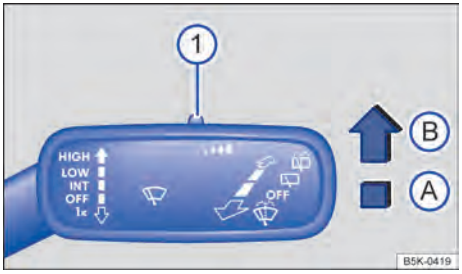

Fig. 79 À direita da coluna de direção: alavanca dos limpadores dos vidros.
Pressionar a alavanca para a posição desejada → Fig. 79:
A sensibilidade do sensor de chuva pode ser ajustada manualmente com o interruptor na alavanca dos limpadores dos vidros → Fig. 79 (1) → ⚠.